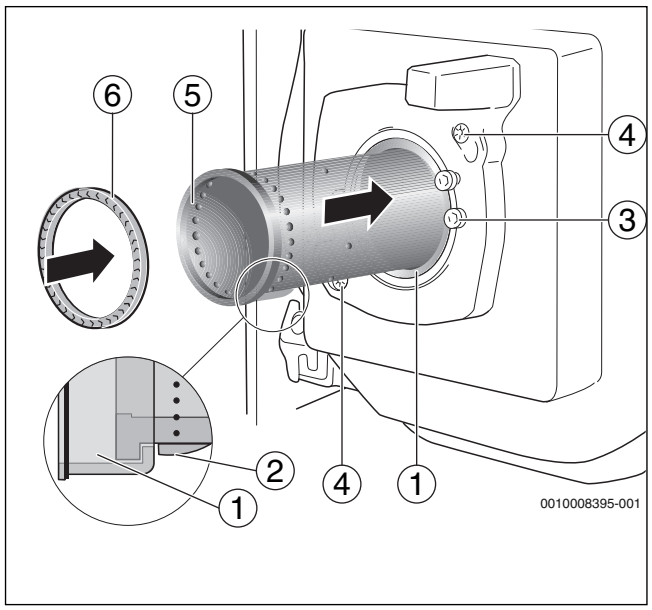

Fig. 38 Sostituire il boccaglio
- Inserire il boccaglio (→ fig. 38, [5]) nel tubo di supporto. Spingere il boccaglio oltre la sporgenza (→ fig 38, [2]) fino alla battuta contro il tubo di supporto. La sporgenza del boccaglio deve essere rivolta verso il basso e deve scattare in posizione (→ fig. 38, [ingrandimento]).
- Applicare una nuova guarnizione (→ fig. 38, [6]).
- Prima di montare il bruciatore, controllare la guarnizione (→ fig. 38, [6], pag. 22) tra il sistema di miscelazione ed il boccaglio.
- Inserire la guarnizione (→ fig. 38, [6], pag. 22) nel boccaglio.